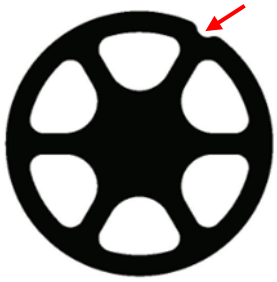

Fig. 6: valvola standard, Kalrez®
- DuPont™Kalrez® presenta un intaglio sul profilo esterno (v. Fig. 6)